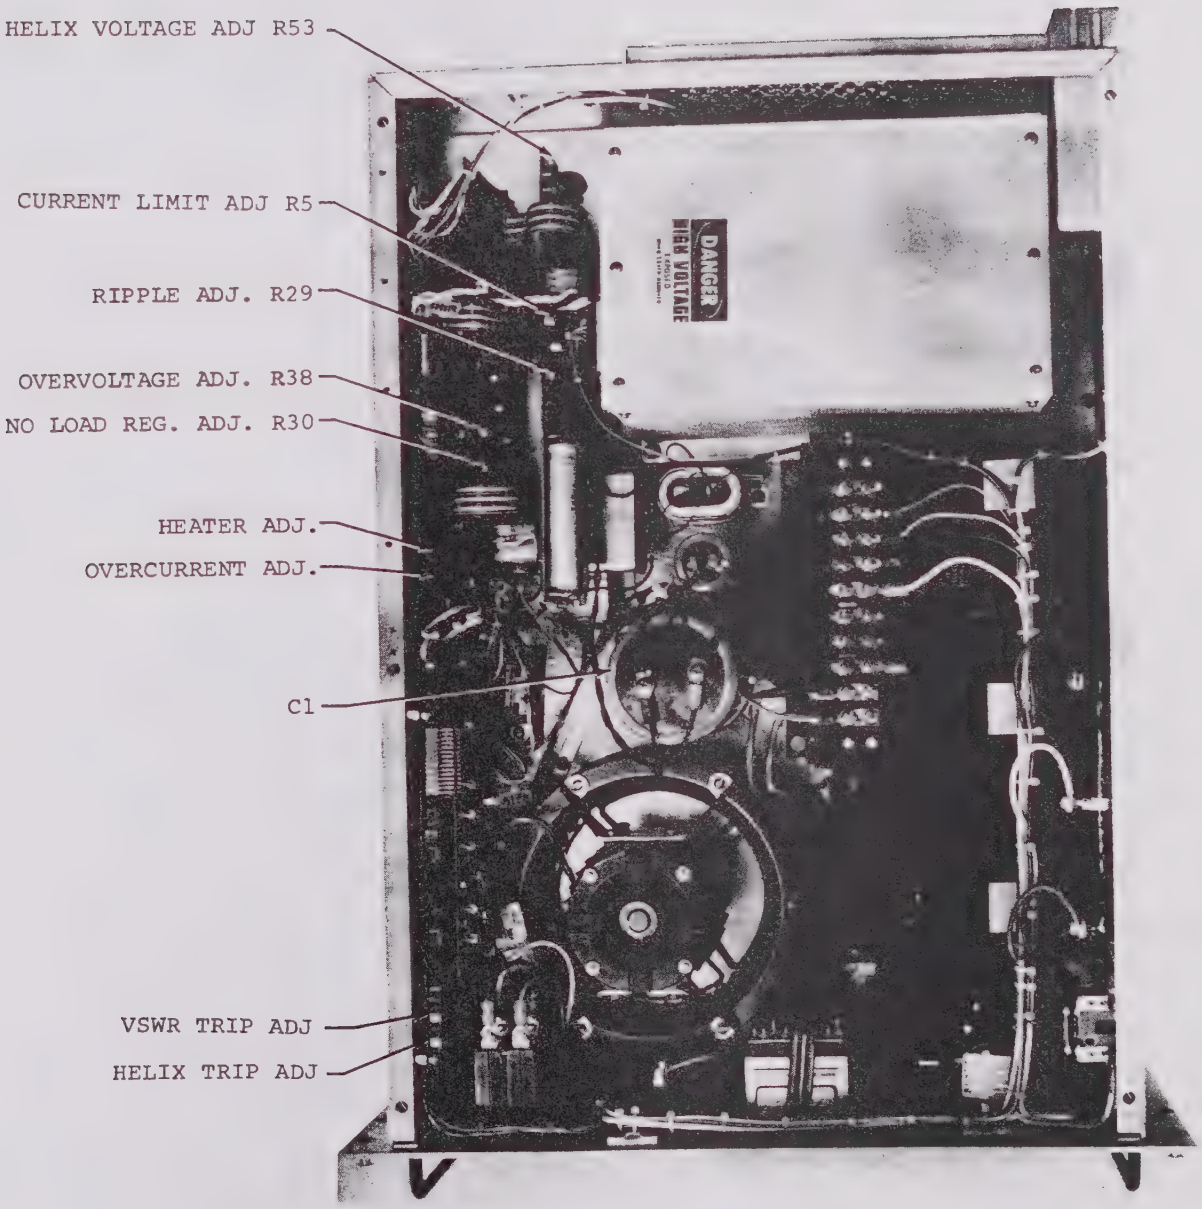

FIGURE 6-2 TWTA POWER SUPPLY ADJUSTMENTS
Table 6-4 identifies and defines the functions of the Adjustment Points of the TWTA, and Figure 6-2 indicates the location of the adjustment points.
6.3.4.1 300VDC and 38VDC Measurement Checks (See Figure 6-2, Dwg. 113979)
a. Connect VOM across C1, Figure 6-2, positive to red lead (common) negative to black lead (-300V). If the switch regulator card is disconnected by removing A3P2, then connect a jumper from C1(+) to C2(+).
b.2 Thrn off CB1. Wait 30 seconds. Remove from C1 (negative) the black lead that goes to the switch regulator (A3) assembly, Figure 6-2.
d. Turn off CB1. Wait 30 seconds. Connect VOM across C2, Figure 6-2.
6.3.4.5 Check HV Input Converter. (See Figures 6-2, 6-3, Dwg. 129405). If trouble is suspected in HV converter, refer to Paragraph 6.4.2.
a. Turn off CB1. Wait at least 30 seconds and connect input of switch regulator A4 (black lead) to C1 (negative), Figure 6-2, if previously disconnected.